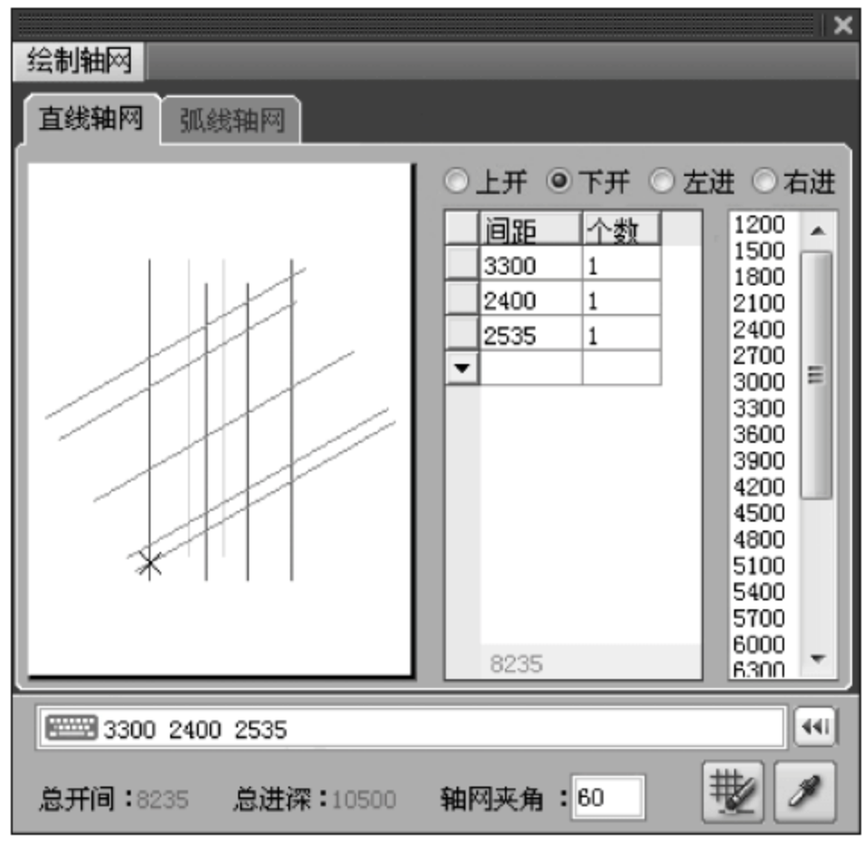

图 2-6　设置轴网夹角
(2) 设置“轴网夹角”。夹角为 60°，即为斜交轴网，如图 2-6 所示。
(3) 输入下开间值。单击“下开”按钮，即左面的圆圈中出现圆点。在“间距”中输入轴网数据，在“个数”中输入需要重复的次数。